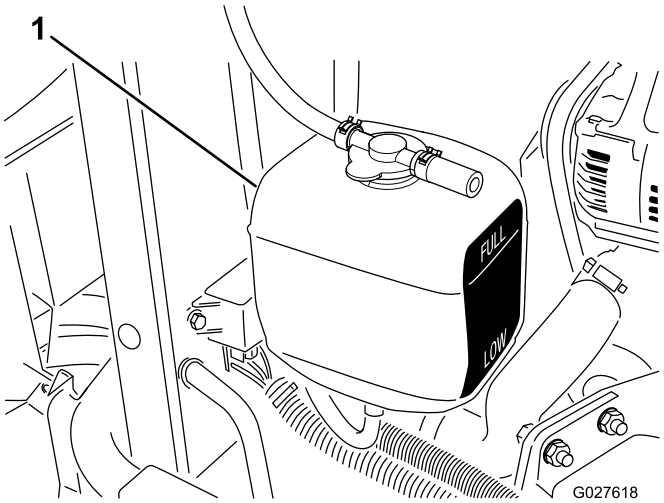

Figur 41
1. Kontrollera kylvätskenivån i expansionstanken (Figur 41).